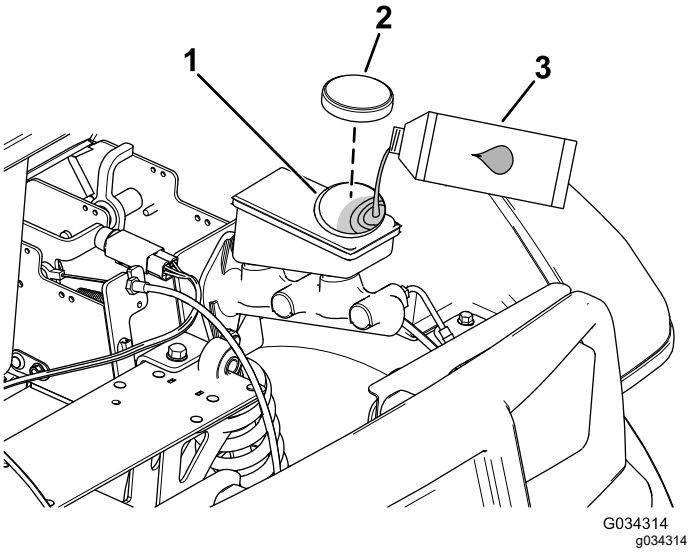

Figur 53
2. Løft motorhjelmen for at få adgang til hovedbremsecylinderen og beholderen (Figur 53).
A. Rengør området omkring beholderdækslet, og tag dækslet af (Figur 53).
C. Sæt beholderens dæksel på (Figur 53).